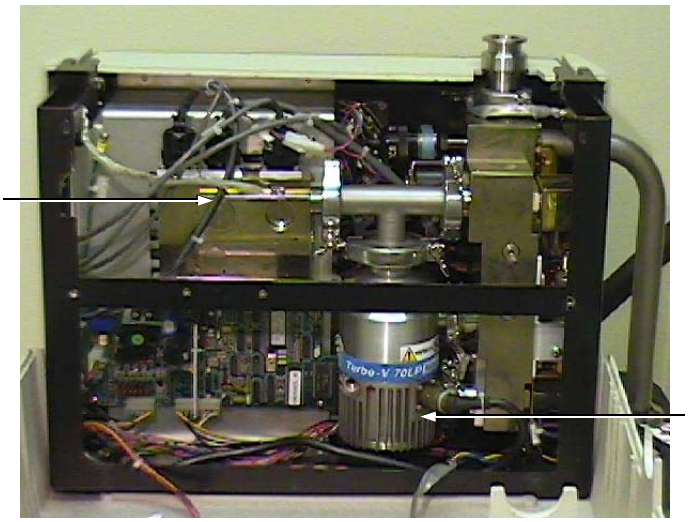

Figure 5-22 Spectrometer Tube and Turbo Pump
3. Vent the spectrometer tube (Figure 5-22) by turning the knurled nut on the turbo pump (knurled nut not shown in this view) approximately 1/4 turn counterclockwise.
In addition to the three connectors on the top of the unit (Figure 5-22), and the ground cable, the spectrometer tube is attached using a NW-25 quick clamp and a wing nut located below the tube (not shown in this view).
4. Remove the three connectors (Figure 5-22 on page 5-21) from the top of the spectrometer tube by grasping the plug of each connector and gently pulling it straight up and off of the contact pins (Figure 5-23).